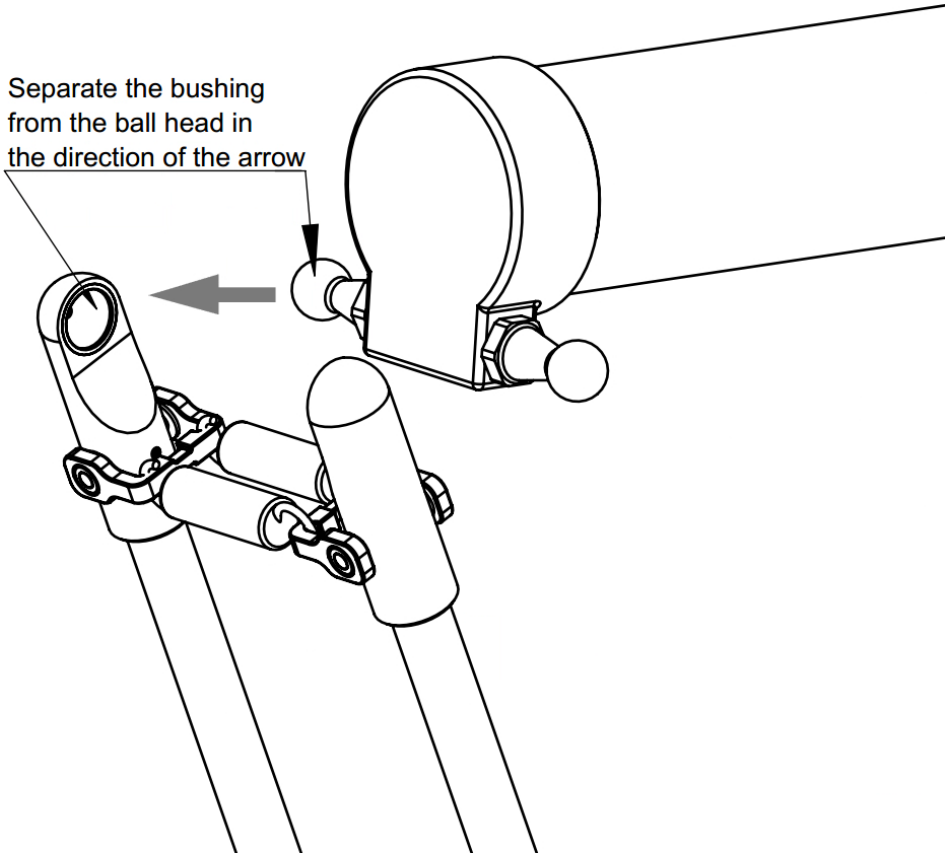

Figure 3-7 Removal at the end of master arm
**Step 3** Then pull the spring where it is connected to the master arm, as shown in Figure 3-7, and place the removed slave arm on the cardboard. At this time, keep eyes on the moving platform to prevent it from suddenly falling.